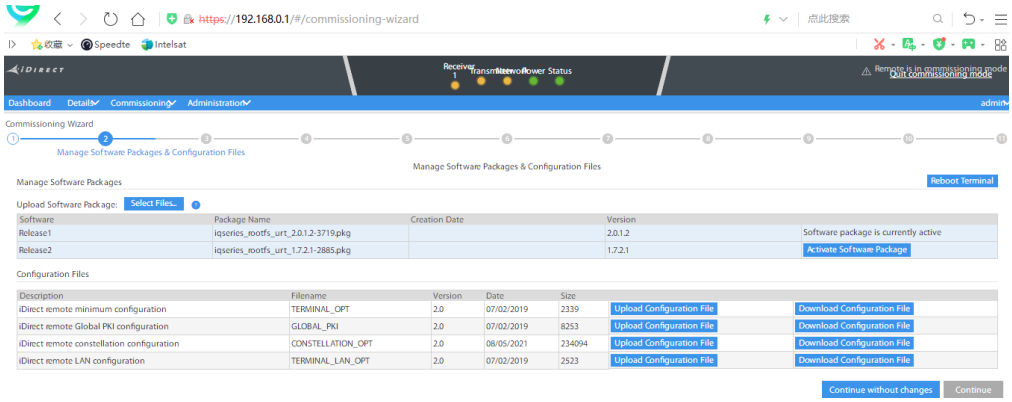
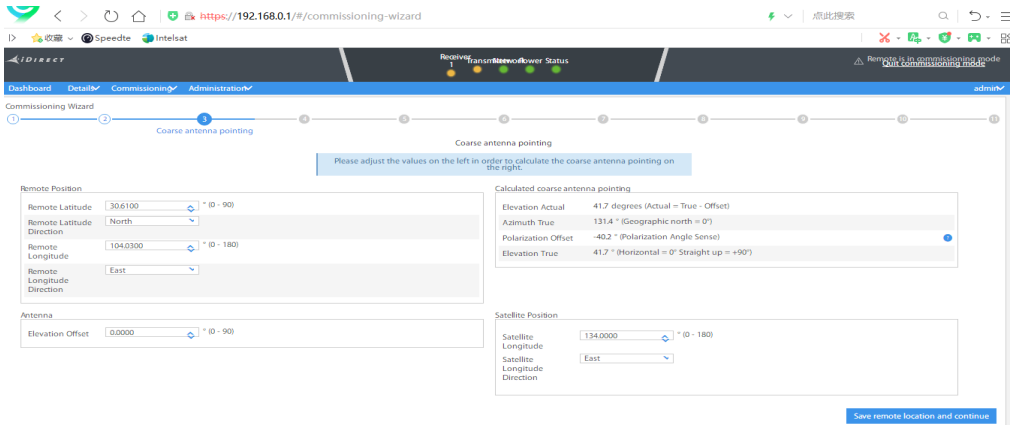

Figure 6-6 Modem Web UI
Figure 6-7 Modem Web UI
3. Click the "Continue without changes" button, as shown in Figure 6-6. In this interface, you can set the terminal location and satellite location, such as satellite location settings: enter the satellite longitude 134 in the "Satellite Longitude" in the lower right corner, and then click the "Save remote location and continue" button, as shown in Figure 6-7;